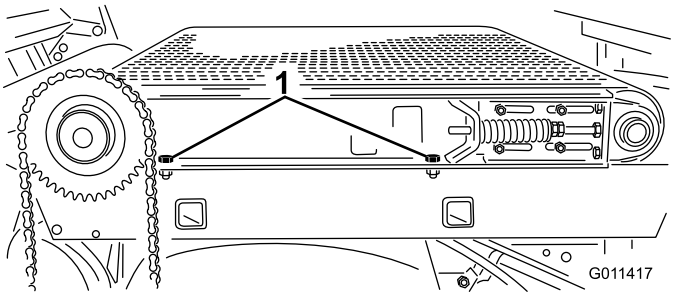

**Figuur 34**
6. Zet de (2) tapbouten, ringen en moer aan de rechterkant van de machine waarmee de glijband aan het frame is bevestigd los (Figuur 34). Zorg ervoor dat de bevestigingen voldoende los zijn opdat de glijband kan worden gekanteld.